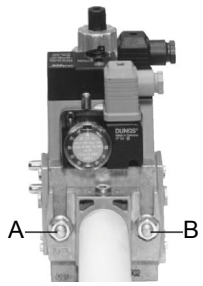
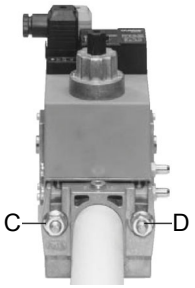
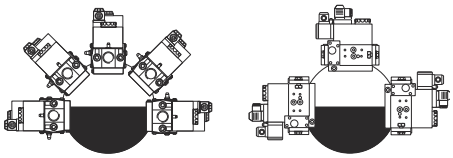

Fig. 2
Fig. 3
Fig. 5
3. tighten screws A, B, C and D (Fig. 2 - Fig. 3), accordind to the mounting positions (Fig. 5);